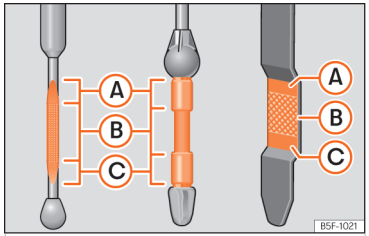

**Fig. 228** Engine oil dipstick.
- Then pull it out again and check the oil level ››› Fig. 228. Top up with engine oil if necessary.
- When the oil level reaches at least zone ››› Fig. 228 Ⓑ, carefully screw on the engine oil filler cap ››› ⓘ.